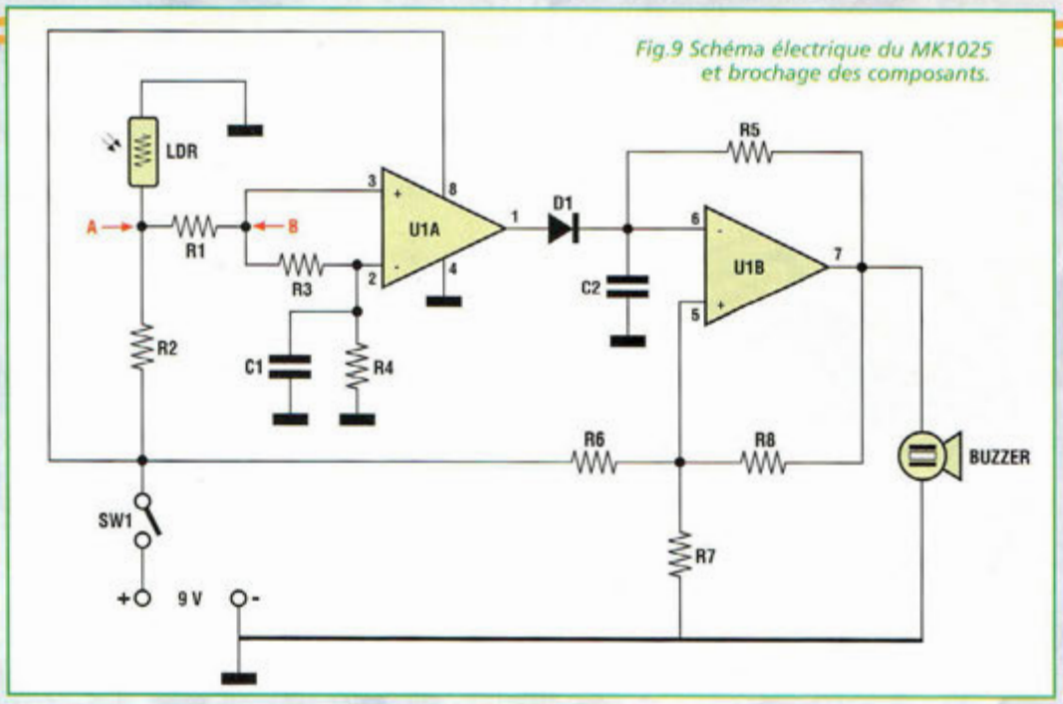

Fig.9 Schéma électrique du MK1025 et brochage des composants.
Le schéma électrique du MK1025 est reproduit en fig.9. La seconde partie du circuit est un oscillateur à environ 4 KHz qui exploite un ampli opérationnel (U1B), 4 résistances de 10 Kohms et un condensateur de 1,2 nF pour piloter le buzzer céramique. Cet oscillateur engendrant le bip est commandé par le signal présent sur la cathode de la diode D1 : en présence d'un signal haut, le buzzer fonctionne. Ce signal est également présent sur la sortie broche 1 du premier ampli opérationnel U1A. Le circuit formé par U1A mérite une attention particulière. Malgré sa simplicité, ce type de circuit, est rarement décrit dans les revues d'électronique et sur les livres consacrés aux amplificateurs opérationnels. Il joue un rôle très important dans les dispositifs sophistiqués, comme les systèmes de pointage automatiques, les variomètres ou les scanners télémétriques. Ce circuit très simple n'est autre qu'un C.N.D.D. (Continuous Négative Delta Detector). Pour étudier cette configuration, faisons abstraction de la résistance R4. Au point (A) est présente une certaine tension, dont la valeur peut être comprise entre 0 volt et 8/10 de la tension d'alimentation de U1. Tant que la tension sur (A) reste constante, la tension sur les broches d'entrées 2 et 3 de U1A reste identique. En effet le condensateur C1 se charge à une même valeur de tension que celle présente au point (B).